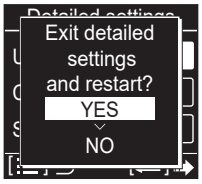

Fig. 6-2-9
(6) If the ☰ button is pressed under the display Step (3) the following display (Detailed setting-end screen) (Fig. 6-2-9) appears.